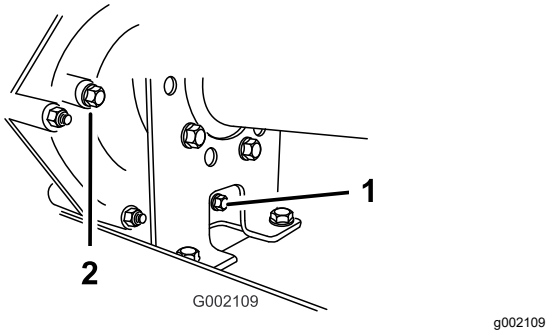

Figur 50
2. Rengör området kring påfyllnings- och avtappningspluggarna med hjälp av en trasa (Figur 50).
4. Ta bort påfyllningspluggen genom att vrida den motsols (Figur 50).
5. Ta bort avtappningspluggen genom att vrida den motsols (Figur 50).
6. Sätt i och dra åt avtappningspluggen och packningen i transmissionens avtappningsplugghål (Figur 50).
7. Fyll på tanken (Figur 51) genom påfyllningshålet med cirka 1,4 liter angiven vätska eller tills vätskenivån i transmissionen är i nivå med gängornas nederkant. (Figur 50).
8. Sätt i och dra åt påfyllningspluggen och packningen i transmissionens påfyllningsplugghål (Figur 50).
10. Kontrollera vätskenivån och fyll på vätska om nivån inte är i nivå med påfyllningspluggens gängor (Figur 50).